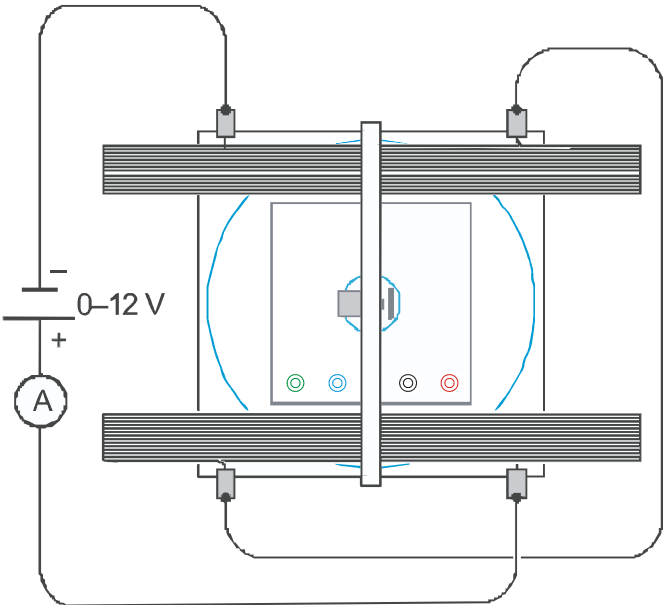

Fig. 2 Collegamento elettrico della coppia di bobine di Helmholtz
- Collegare le bobine in serie all'alimentatore CC 20 V, come indicato nella fig. 2, in modo che la corrente attraversi entrambe le bobine nella stessa direzione.